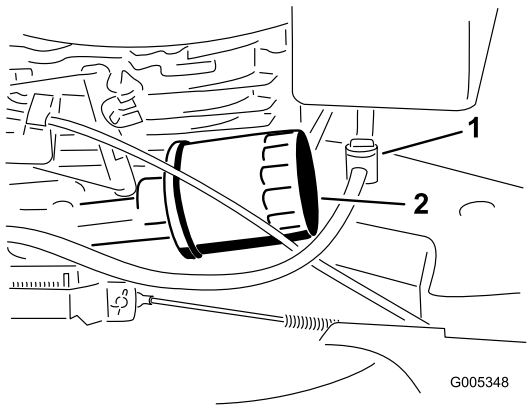

Bild 27
5. Legen Sie einen Lappen unter den Ölfilter, um das Öl aufzufangen, das ggf. beim Entfernen des Filters ausläuft (Bild 27).
3. Schließen Sie den Kraftstoffhahn (Bild 27).